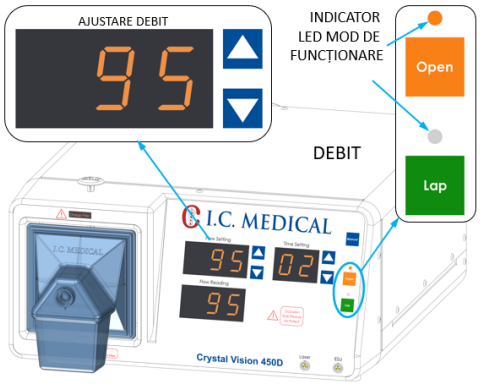

Figura 15: Setarea INTERVALULUI de debit.
6. Butonul mod DESCHIS și butonul mod LAP (Figura 15) selectează intervalul de debit al pompei de vid. Operatorul selectează intervalul în funcție de tipul procedurii. **MODUL LAP TREBUIE SĂ FIE SELECTAT PENTRU TOATE PROCEDURILE LAPAROSCOPICE** și afișajul este VERDE. MODUL DESCHIS trebuie să fie utilizat în timpul procedurilor deschise și externe, în cadrul cărora urmele de fum sunt eliminate cu ajutorului unui instrument manual.